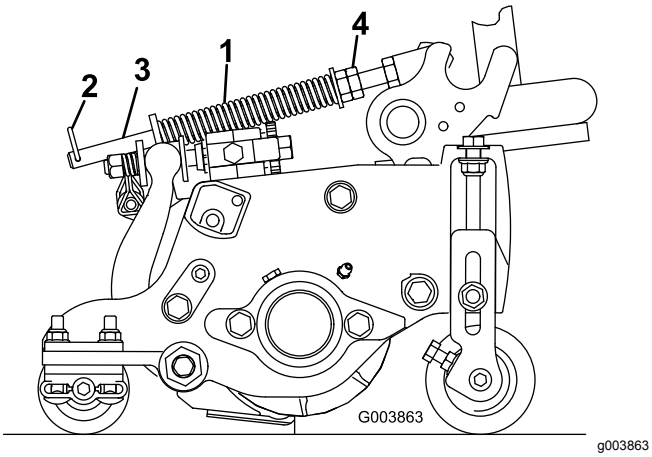

Figur 17
Plænekompensationsfjederen (Figur 17) overfører vægt fra forrullen til bagrullen. Dette medvirker til at reducere dannelsen af et bølgemønster i plænen, også kaldet ondulation.
1. Sørg for, at låseclipsen er monteret i det bageste hul i fjederstangen (Figur 17).
2. Stram sekskantmøtrikkerne på forenden af fjederstangen, indtil fjederens sammentrykkede længde er 12,7 cm på 12,7 cm-klippeenheder, eller 15,9 cm på 17,8 cm-klippeenheder (Figur 17).